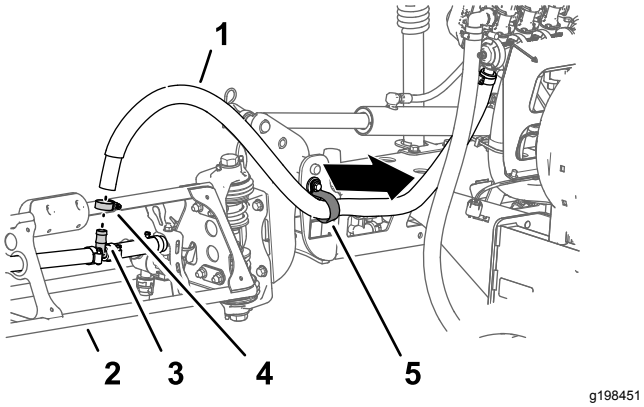

Figur 33
1. Ved den ytre sprederseksjonen, fjern slangeklemmen som fester sprederseksjonsslangen til T-stykket med mothaker (Figur 33).
2. Fjern slangen fra T-koblingen (Figur 33).
3. Fjern den ledige enden av slangen fra R-klemmen (Figur 33).